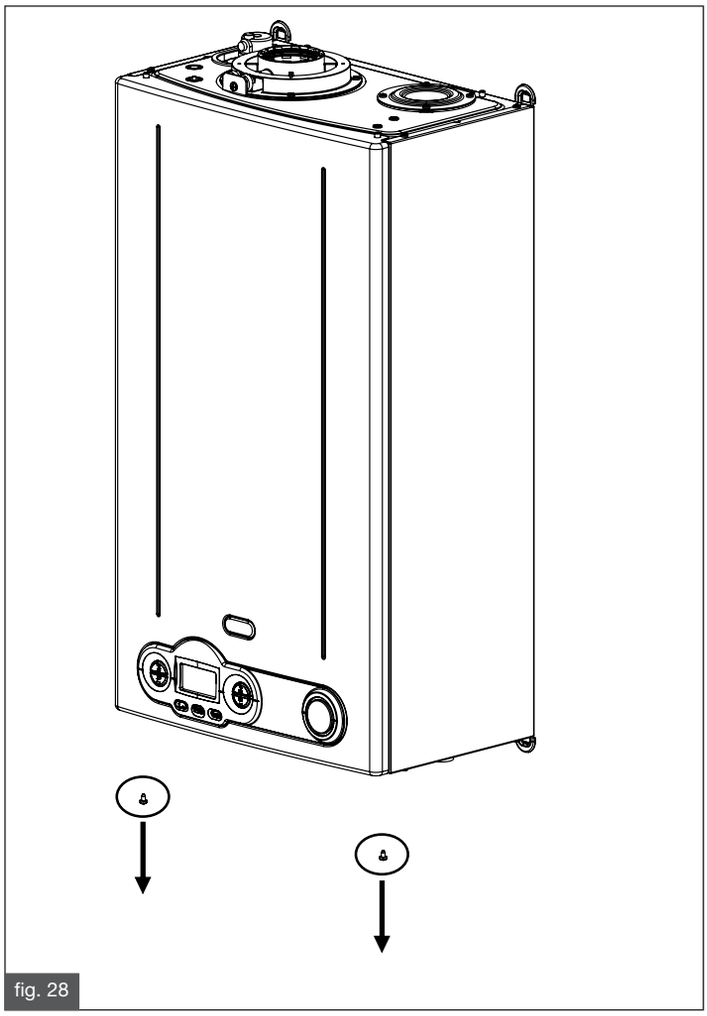

fig. 28
- rimuovere il pannello frontale della caldaia come descritto in fig. 28 e 29 e il pannello frontale della camera di combustione;